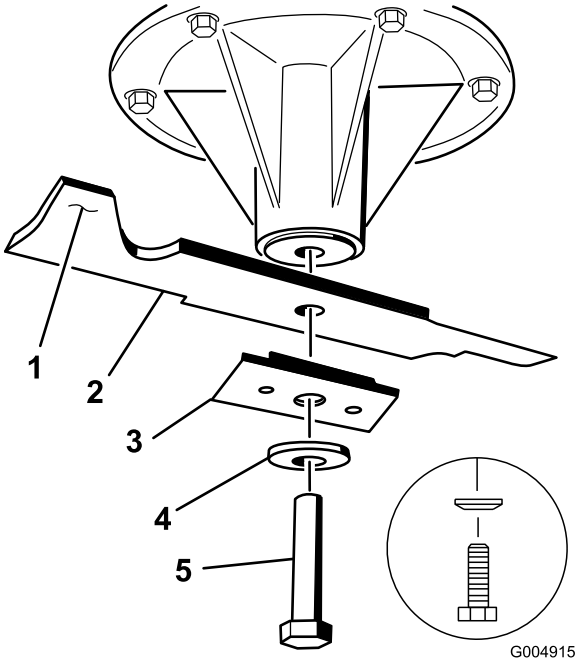

Figura 58
3. En plataformas de corte de 36 pulgadas, retire el perno de la cuchilla, la arandela curva, el refuerzo y la cuchilla del eje (Figura 58).
3. En las plataformas de corte de 36 pulgadas, instale la cuchilla, el refuerzo, la arandela curva y el perno de la cuchilla (Figura 58).